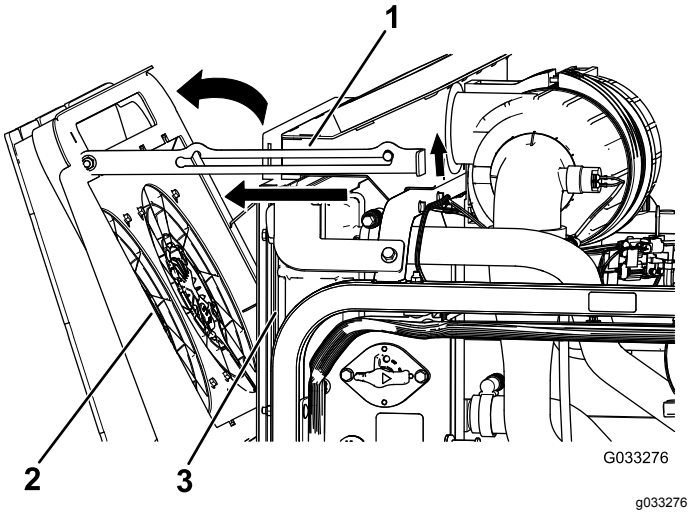

Bild 114
2. Drehen Sie die Kühlventilatoren des Motors zur Rückseite des Kühlers und arretieren Sie die Stützstange in der Kerbe (Bild 114).